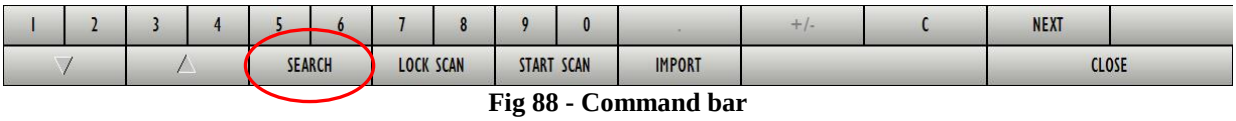

Fig 88 - Command bar
- click the **Search** button on the command bar (Fig 88).